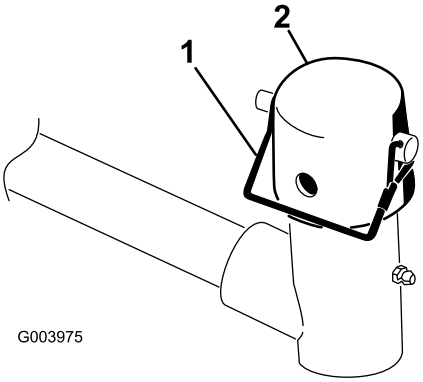

Rysunek 7
7. Usuń zamek i zatyczkę z jarzma przegubu ramienia podnoszącego (Rysunek 7).
11. Zamocuj zatyczkę na wałku ramy wózka w jarzmie ramienia podnoszącego za pomocą zamka. Użyj szczeliny, jeżeli konieczne jest sterowanie zespołem tnącym, lub otwór, jeżeli konieczne jest zablokowanie go w jednym położeniu (Rysunek 7).